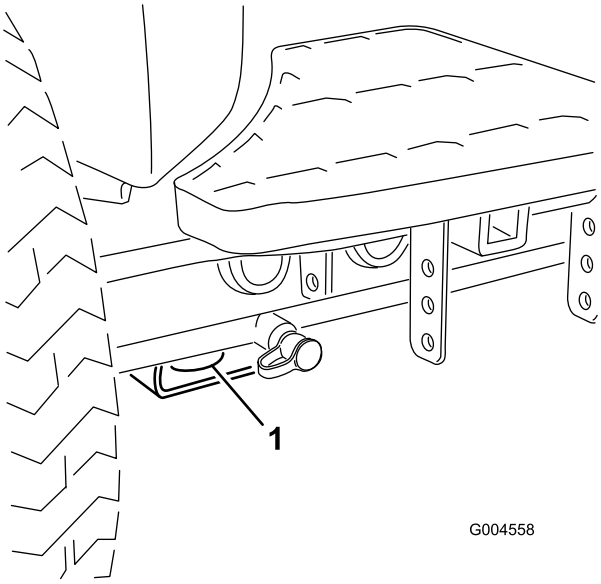
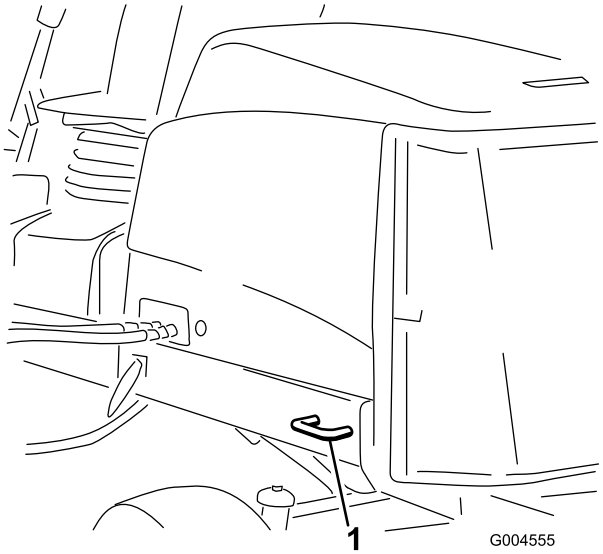

**Figuur 36**
**Figuur 37**
5. Gebruik de metalen bevestigingspunten op de machine om de machine goed te bevestigen op de aanhangwagen of de vrachtwagen met banden, kettingen, kabels of touwen (Figuur 36 en Figuur 37).
- Voor – de opening in het rechthoekige blok, onder de asbuis, aan de binnenzijde van beide voorwielen (Figuur 36)
- Achter – Beide zijden van het achterframe van de machine (Figuur 37)